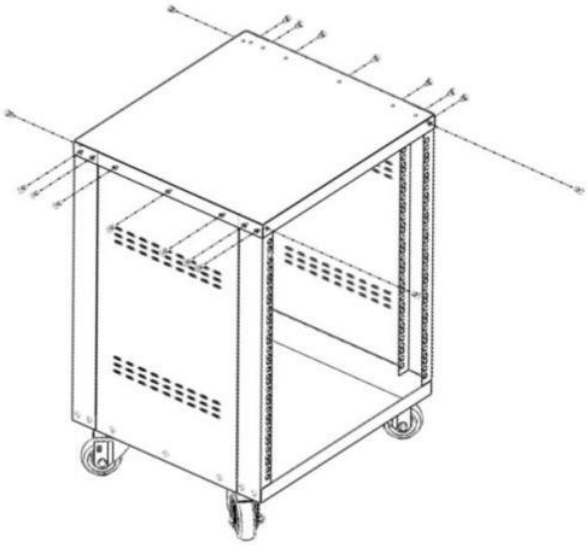

Figure 4
4. Put top panel(①) on the top of the rack, align the top panel with corner support(③) and side panel(④), secure with 18pcs M5 assembly fix screws(⑦) by electrical screwdriver. See Figure 4.